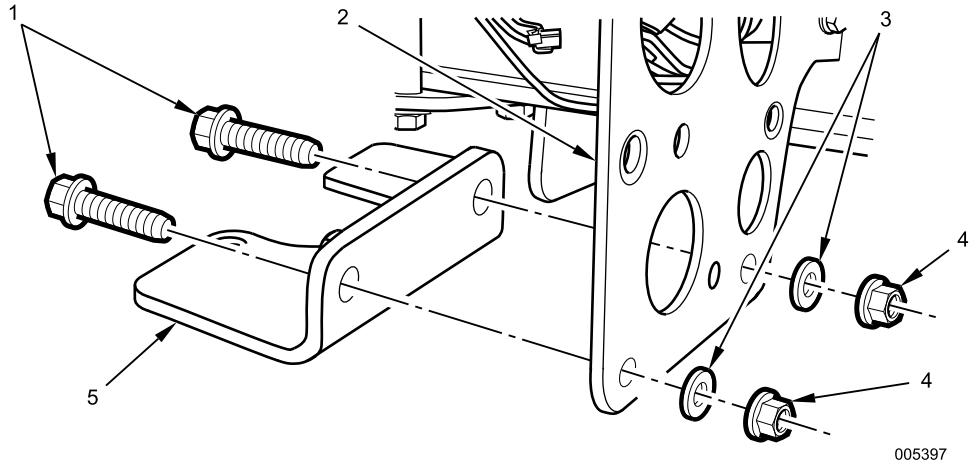

Figure 1. Air Dryer Lower Mounting Bracket.
1. Remove two nuts (Figure 1, Item 4), flat washers (Figure 1, Item 3), and bolts (Figure 1, Item 1) from air dryer lower mounting bracket (Figure 1, Item 5). Remove lower mounting bracket from air dryer bracket (Figure 1, Item 2).